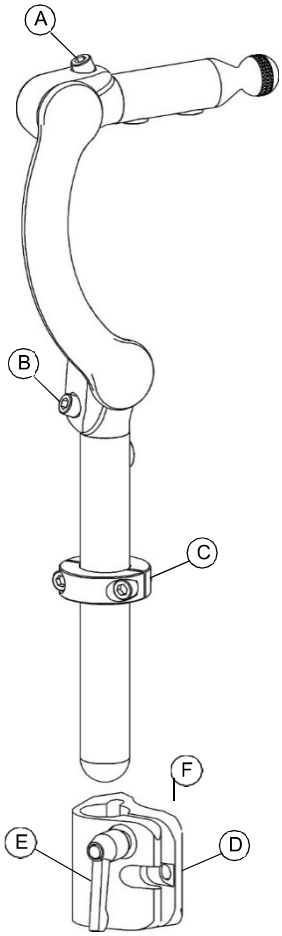

Fig. 1
1. Senkrecht: Lockern Sie den Hebel (Fig. 1, E), stellen Sie die gewünschte Höhe ein und bringen Sie dann den Stellring (Fig. 1, C) nach unten. Achten Sie dabei darauf, dass der Indexbolzen mit der Aussparung in der abnehmbaren Befestigung ausgerichtet ist. (Fig. 1, F) Die senkrechte Stange kann für eine zusätzliche Winkelverstellung der Baugruppe Polster/Grundplatte gedreht werden.
2. Waagrecht / senkrecht – Lockern Sie die Klemmschrauben (Fig. 1, A + B) für die Tiefen-und Höhenverstellung (Fig. 2).